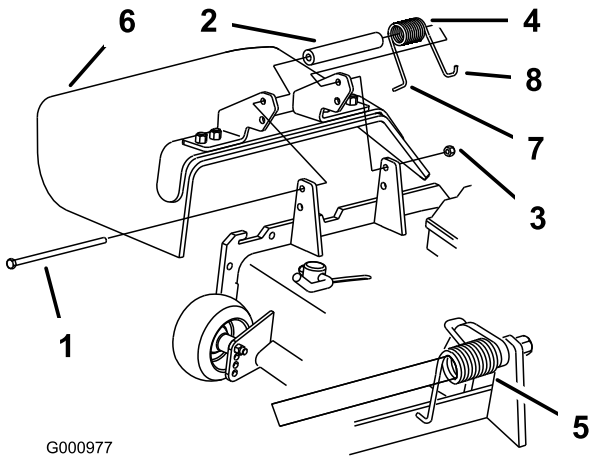

Figuur 89
1. Verwijder de borgmoer, bout, veer en afstandsstuk waarmee de bevestigingen van de grasgeleider vastzitten op de draaibeugels (Figuur 89). Verwijder een beschadigde of versleten grasgeleider.
Opmerking: Zorg ervoor dat het L-vormige eind van de veer is gemonteerd achter de rand van het maaidek voordat u de bout plaatst zoals wordt aangegeven in Figuur 89.
3. Monteer de bout en de moer. Plaats het **J**-vormige haakeind van de veer om de grasgeleider (Figuur 89).